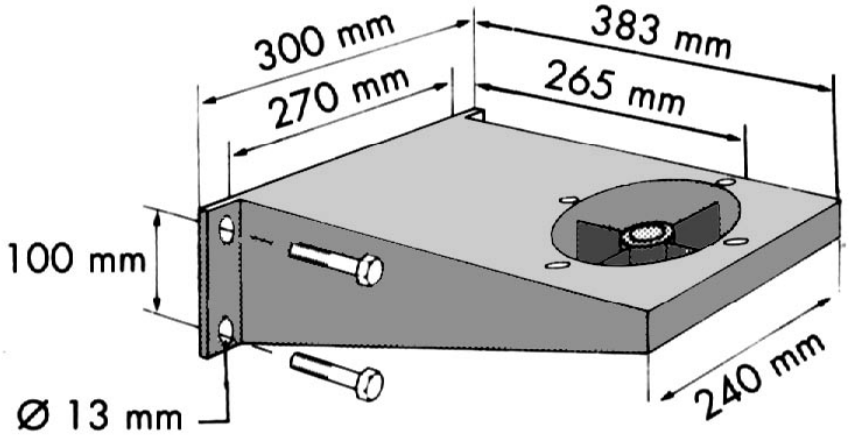

Рис. 2
6.2 Крепление устройства LM 2 на месте эксплуатации производится с помощью монтажного кронштейна (Рис. 2).